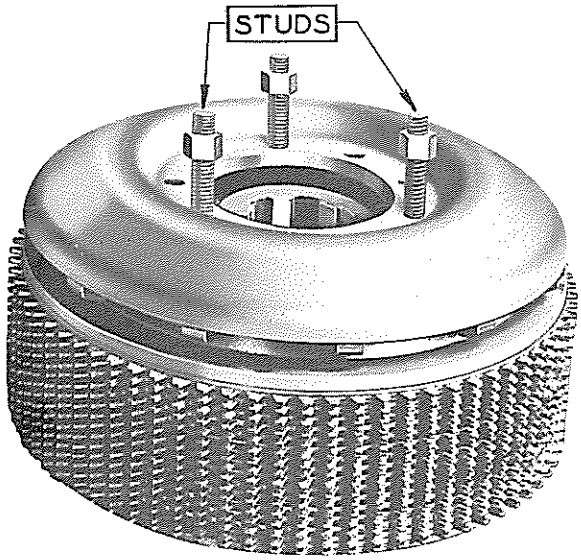

FIG. 19
3. Install three clutch disassembling studs as shown in Fig. 19.